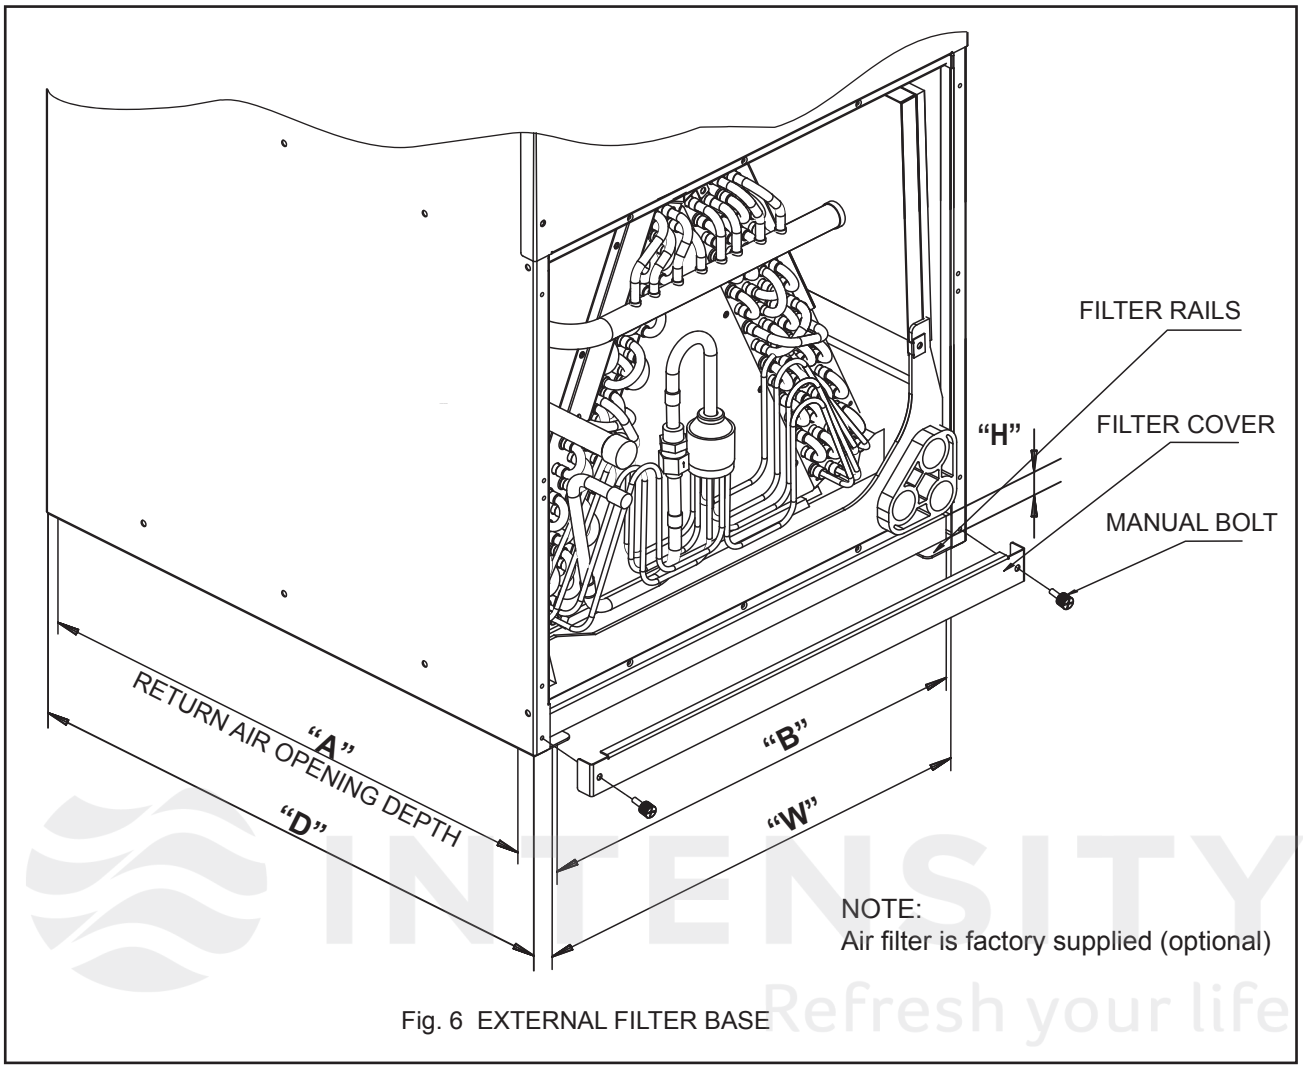

Fig. 6 EXTERNAL FILTER BASE
1.Remove bolts manually, remove air filter recover, see in Fig. 6;